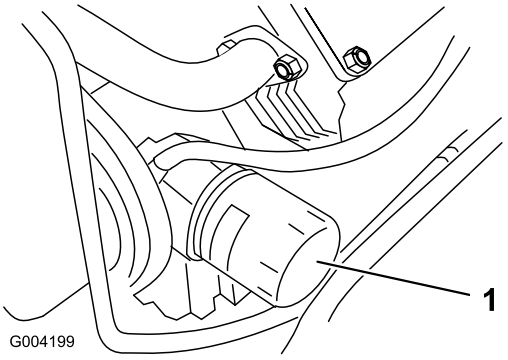

**Figuur 33**
3. Verwijder het oude filter (Figuur 33) en veeg het oppervlak van de pakking van het filtertussenstuk schoon.